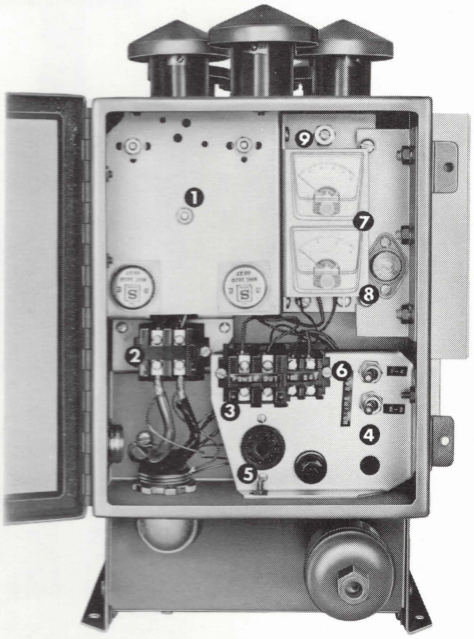

Figure 2
4. Weather tight electrical box (See Fig. 2)